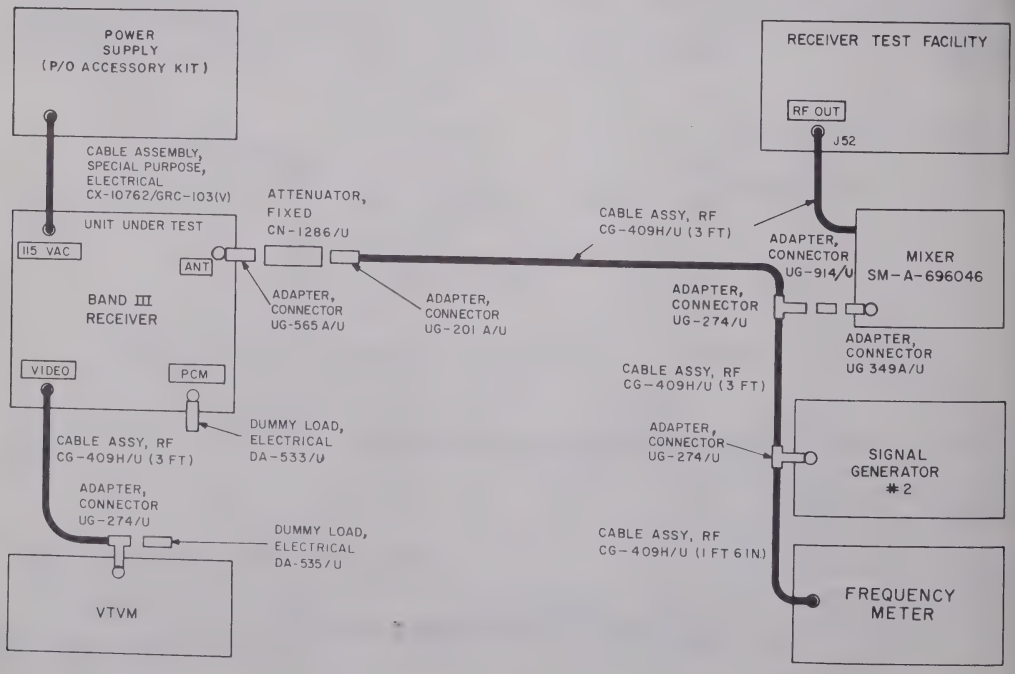

Figure 4–387. Band III radio set deviation measurement, test setup.
1. Connect the test equipment as figure 4–386.